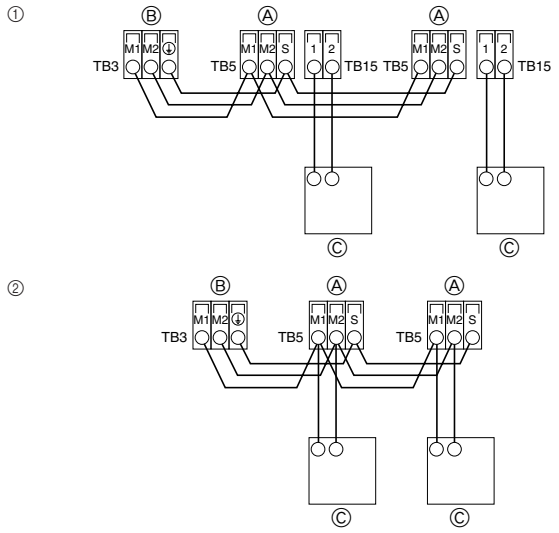

Fig. 6-2
6.2. Подсоединение пульта дистанционного управления, кабелей передачи внутри и снаружи (Fig. 6-2)